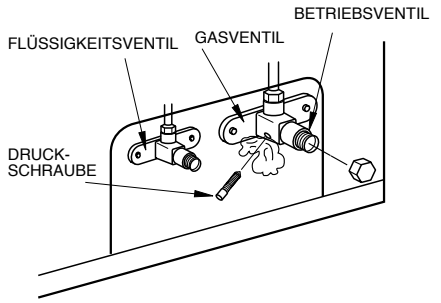

Fig. 16
7. Beide Ventile (Gas- und Flüssigkeitsleitung) voll öffnen (Fig. 16).